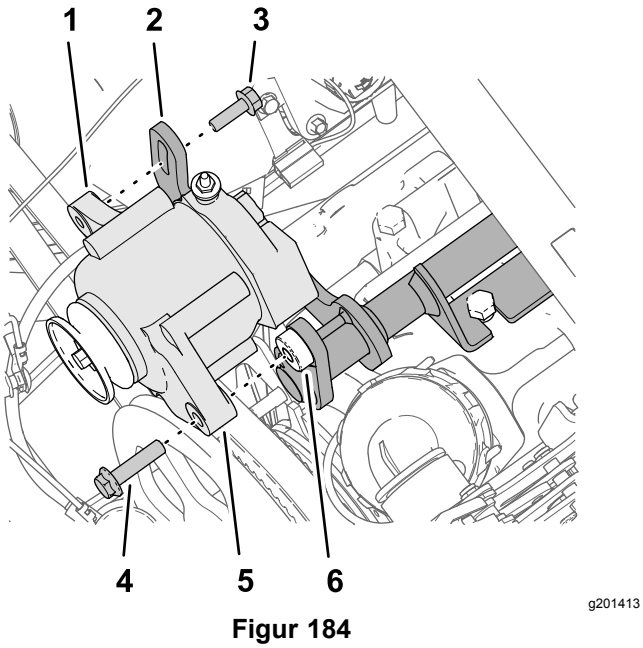

Figur 184
1. Monter generatoren (60 A) på generatorbeslagets gevindskårne nav (Figur 184) med flangehovedbolten (3/8 x 1-1/2 tommer).
2. Monter generatorens gevindskårne flange på generatorbeslagets rillede flange (Figur 184) med flangehovedbolten (8 x 25 mm).